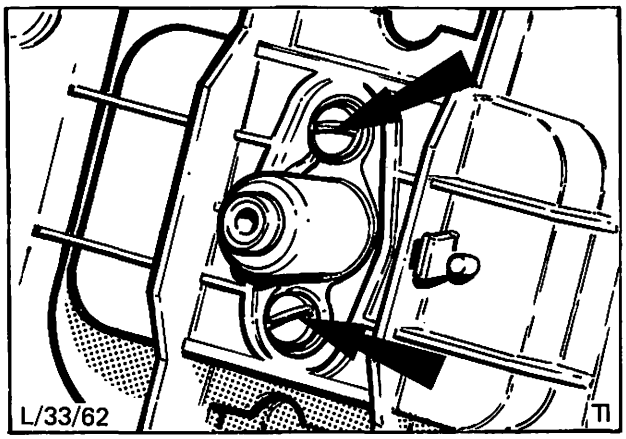

Abb. 62 A = Verbindungsschrauben (Pfeil) mit Gummibüchsen zwischen Geschwindigkeitsmesser und Gehäuse
5. Geschwindigkeitsmesser mit Dichtung in das Gehäuse einsetzen und mit 2 Schrauben und Gummibüchsen befestigen, Abb. 62.